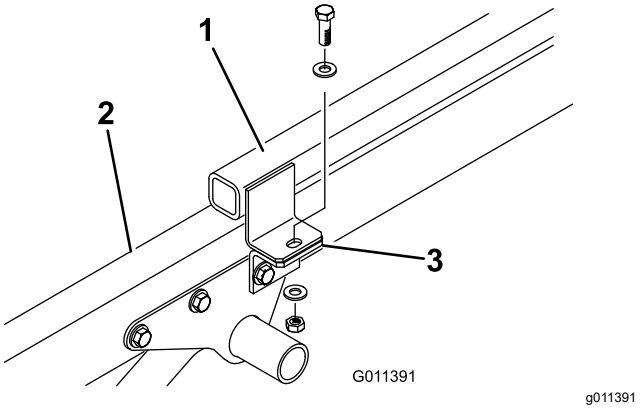

**Figur 6**
3. Fjern hodeskruen, de to flate skivene og låsemutteren som fester hver tilbehørsbrakett til tappene til koblingsrammen (Figur 6).